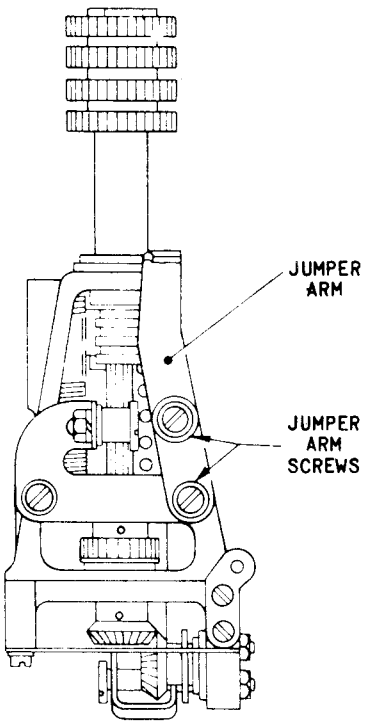

FIG.L.6 RIBBON JUMPER ARM
4.2 If this is not so, slacken the two screws securing the jumper arm, Fig.L.6, and adjust the arm until the above condition is satisfied. Tighten the arm screws.